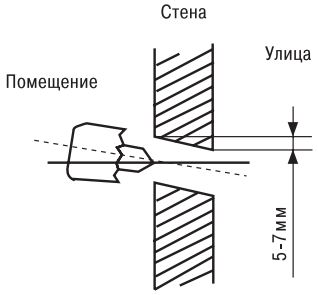

Рис. 4
- Определите расположение отверстия относительно монтажной пластины. Просверлите одно отверстие ∅65 мм с небольшим уклоном вниз изнутри наружу. (как показано на рис. 4).